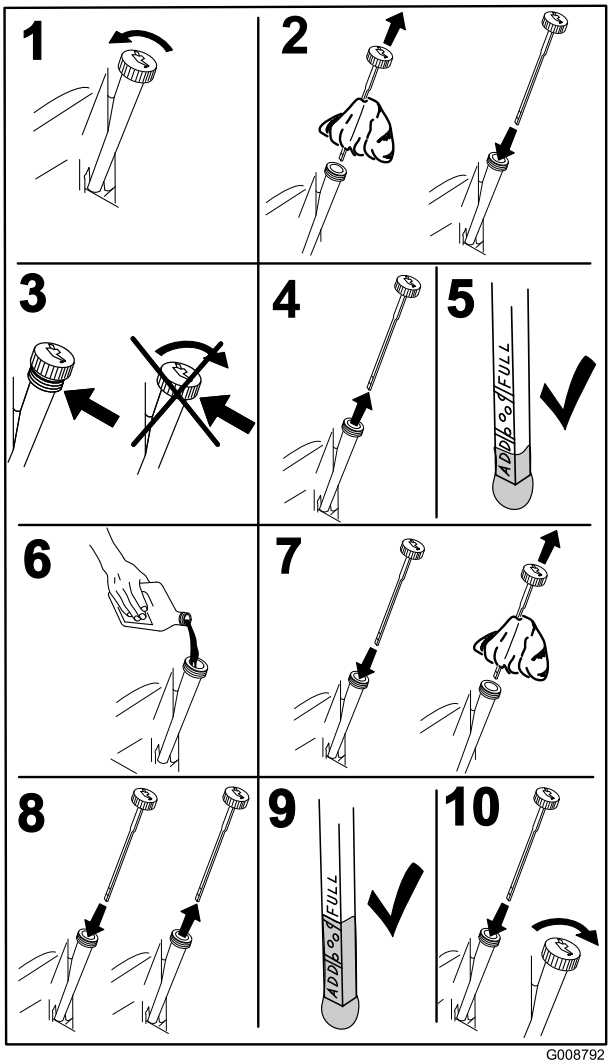

Figur 38
4. Stanna motorn, ta ur nyckeln och vänta tills alla rörliga delar har stannat innan du kliver ur förarsätet (Figur 38).